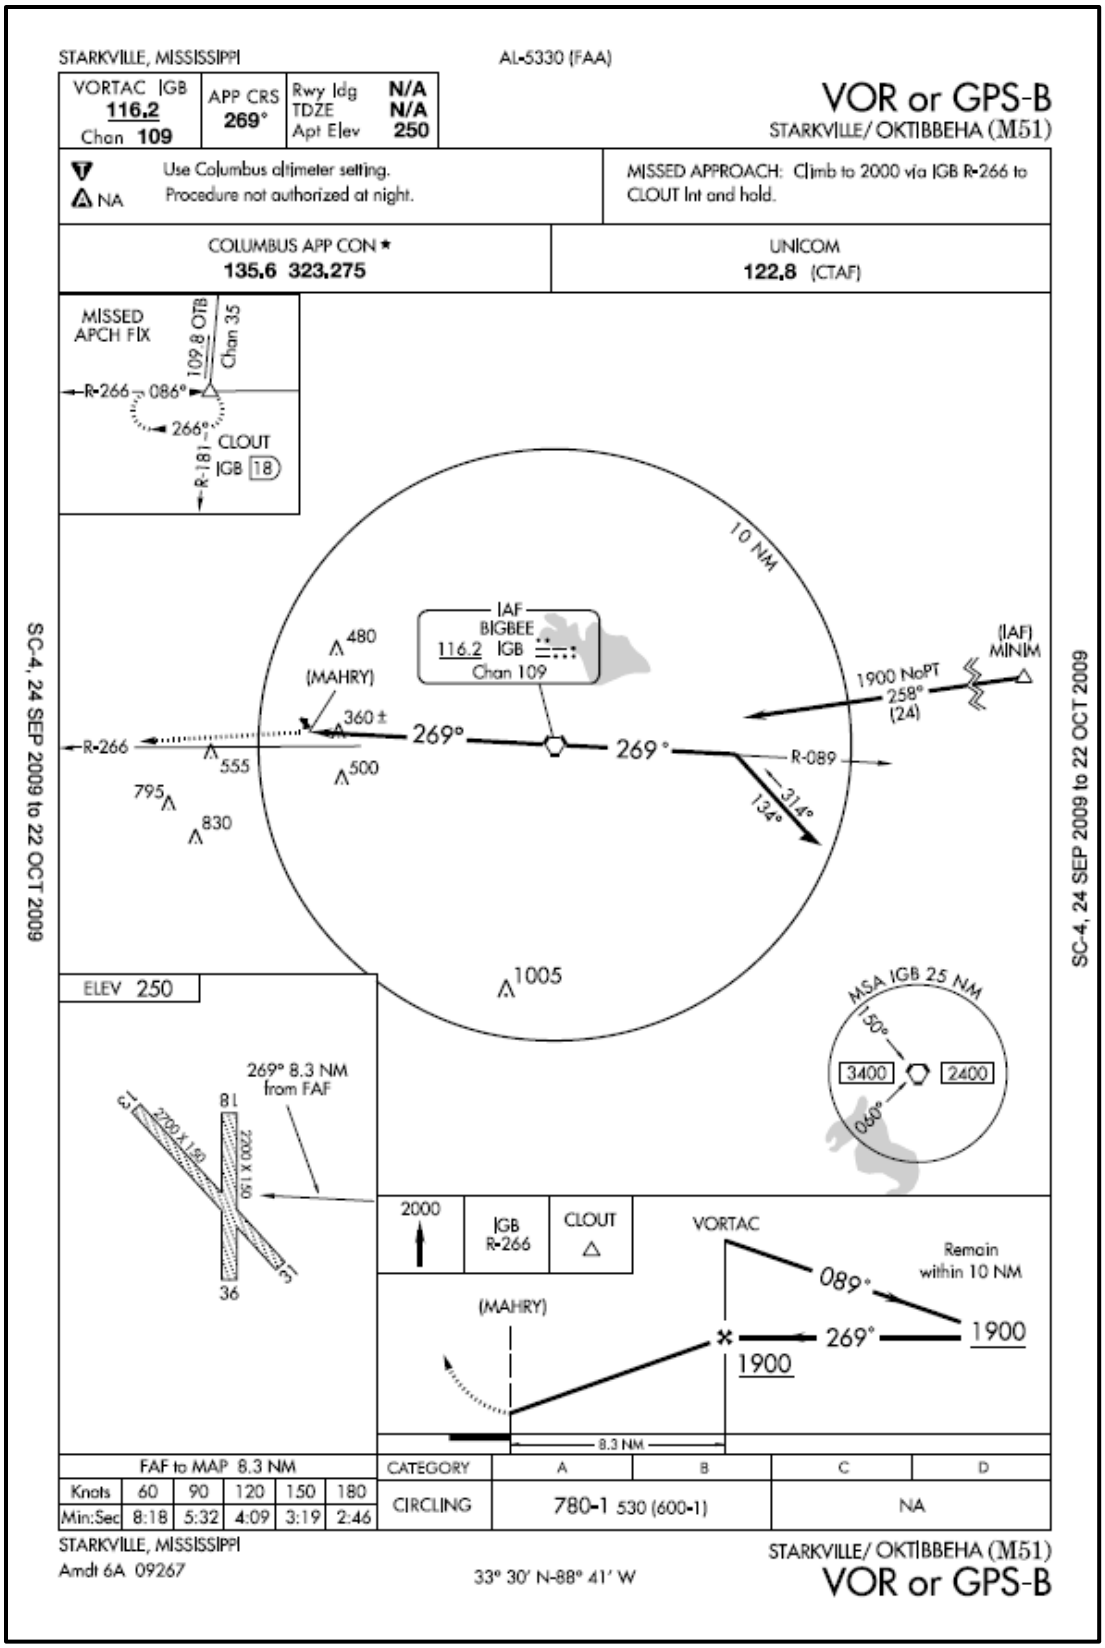

Figure 8-15 VOR or GPS-B (M51)
3. An Enroute feeder fix: "MINIM" in Figure 8-15
The following procedures assume that you arrived at the IAF "MINIM" and are cleared for the STARKVILLE/OKTIBBEHA VOR or GPS–B straight–in approach (Figure 8-15).